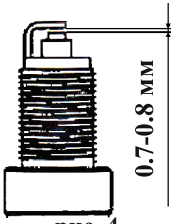

рис. 4
7.3.3 Рекомендуется проверить величину межэлектродного зазора, которая должна быть около 0.7…0.8 мм (рис. 4). При существенном отличии измеренной